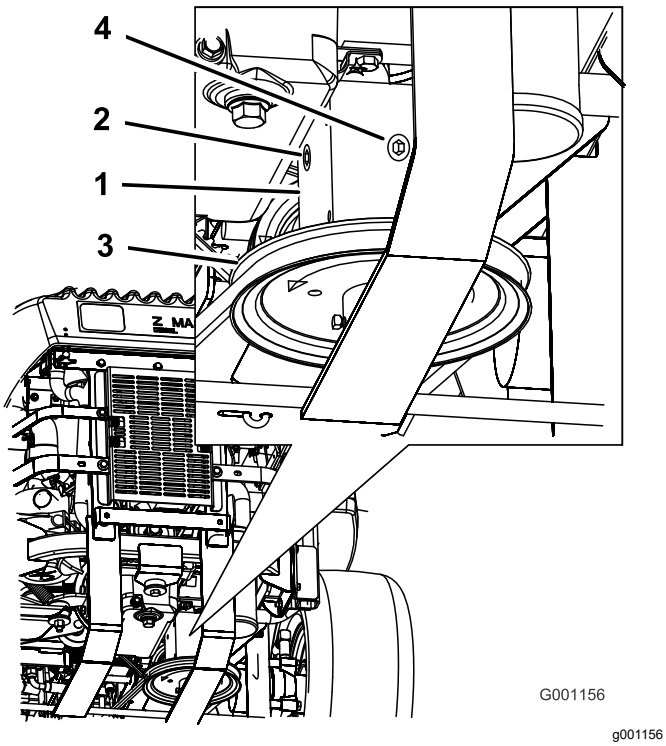

Figuur 75
3. Verwijder de plug aan de zij- of achterkant van de tandwielkast (Figuur 75).